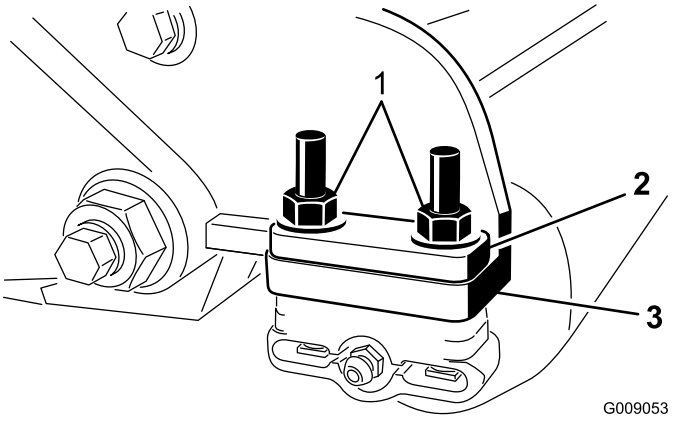

Figuur 7
6. Verwijder de 2 flensborgmoeren waarmee de rolbeugels aan de zijplaten zijn bevestigd (Figuur 7). Verwijder de bouten niet. **Verwijder ook eventuele afstandsstukken van 6 mm van de bovenzijde van de montageflens op de zijplaat.**